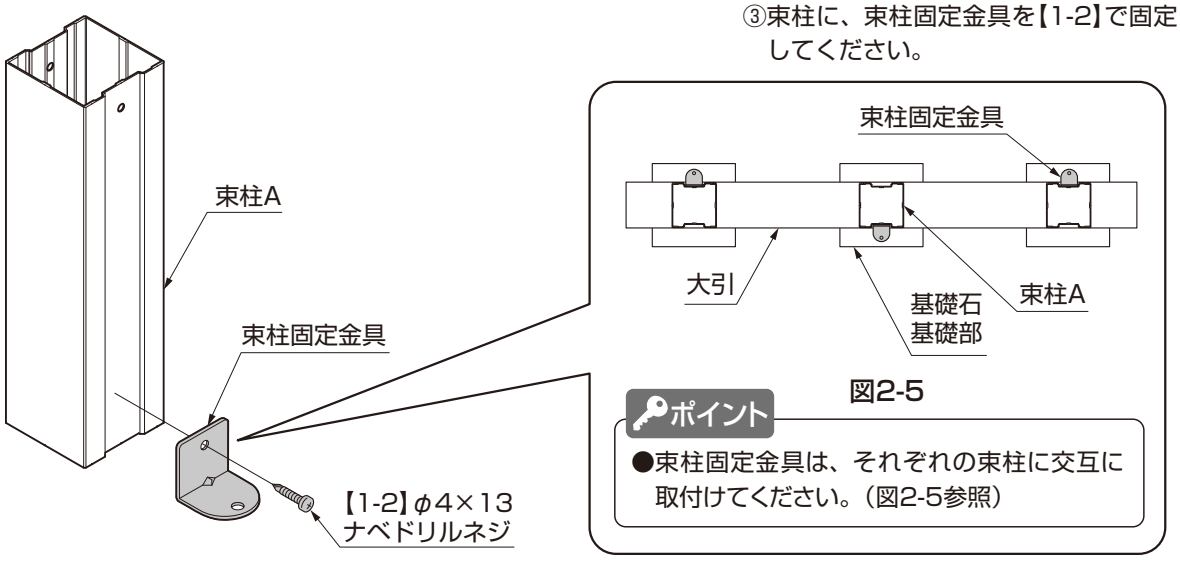

図2-5
- 束柱固定金具は、それぞれの束柱に交互に取付けてください。(図2-5参照)